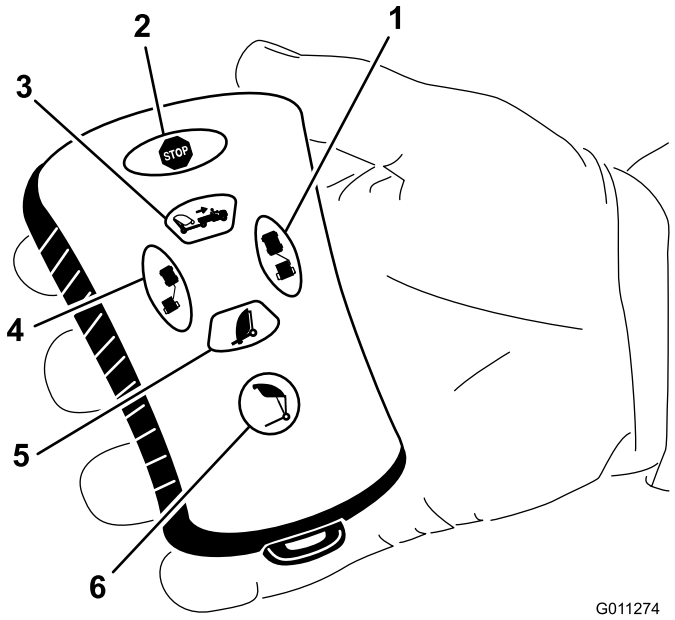

Figur 16
- Tryck på tömningsknappen (Figur 16).
- Tryck sedan på vänster flyttningsknapp (Figur 16).
- Tryck sedan på höger flyttningsknapp (Figur 16).
- Tryck sedan på och håll in tömningsknappen (Figur 16).
Sänk tråget genom att trycka på uppsamlarens sänkningsknapp (Figur 16). Tråget kan sänkas när det befinner sig i ett av följande lägen:
Flytta uppsamlaren till vänster genom att trycka på och hålla in vänster flyttningsknapp (Figur 16). När du släpper knappen stoppas rörelsen till vänster.
Lyft upp tråget genom att trycka på och hålla in uppsamlingshöjarknappen tills tråget når önskad höjd eller stannar vid den fördefinierade höjden (Figur 16).
Flytta uppsamlaren till höger genom att trycka på och hålla in höger flyttningsknapp (Figur 16). När du släpper knappen stoppas rörelsen till höger.